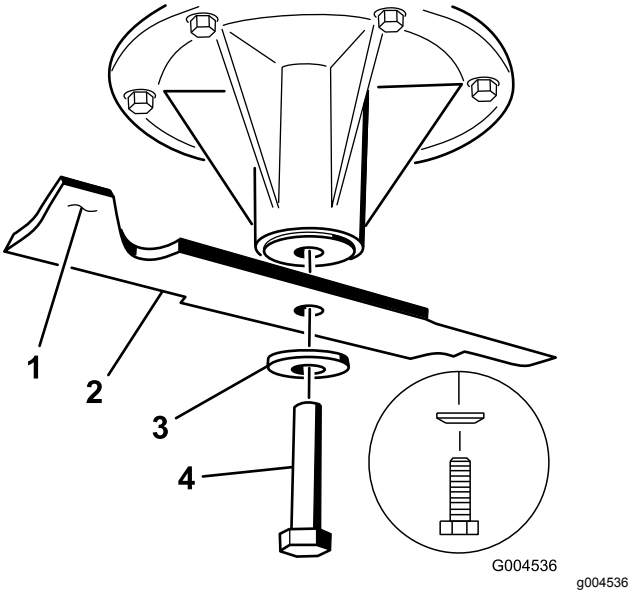

Figur 105
1. Montera kniven på spindelaxeln (Figur 105).
2. Montera fjäderbrickan och knivbulten (Figur 105).
Obs: Fjäderskivans kon måste monteras mot skruvens huvud (Figur 105).